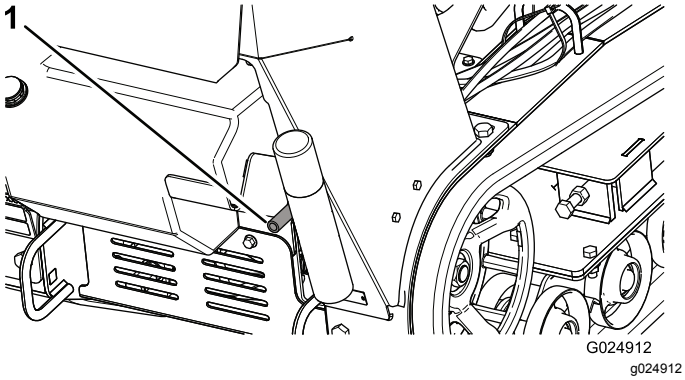

Figuur 34
5. Plaats een opvangbak onder de aftapslang. Draai aan de aftapplug om de olie in de bak te laten lopen (Figuur 33 en Figuur 34).